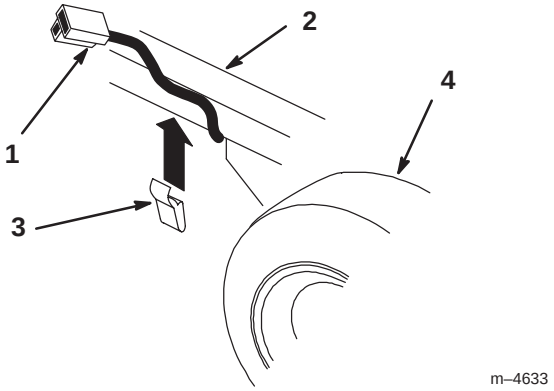

Figuur 8
14. Plaats de kabelklem en de koppelingsstekker aan de rechterzijde van het frame zoals is afgebeeld in figuur 8. Zorg ervoor dat er geen speling in de stekkerdraad is tussen koppeling en kabelklem.